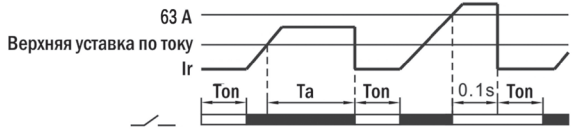

Рис. 4 – Контроль силы тока
6.2. Контроль силы тока (рис. 4.)